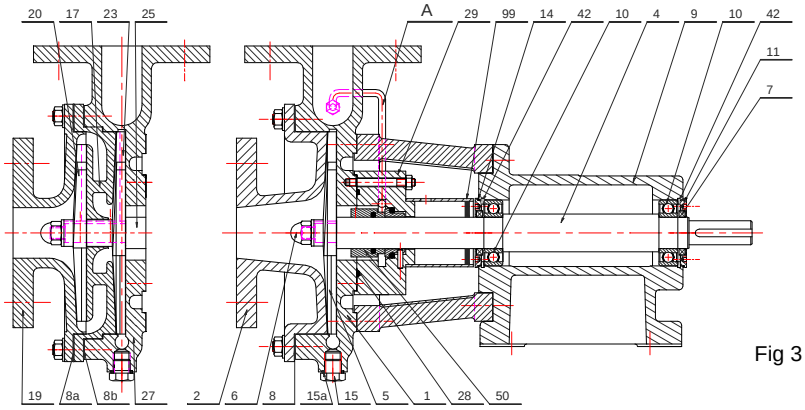

Fig 3
- Les pompes 109-212-215-315 peuvent être montées soit en monocellulaire, soit en multicellulaire, suivant fig 3